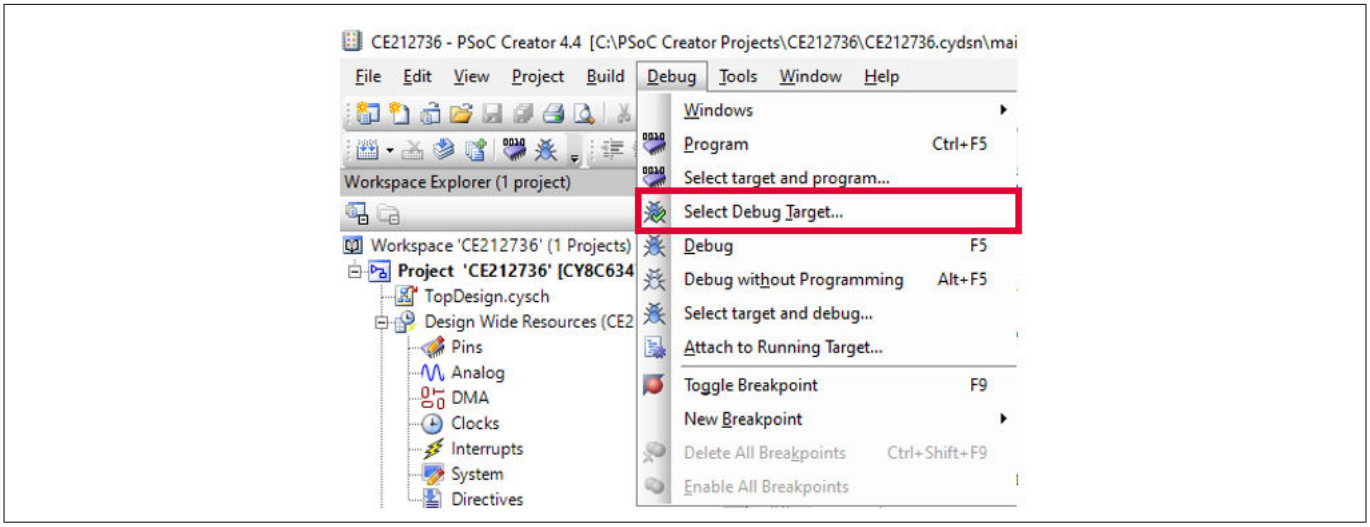

図 48 デバッグ ターゲットを選択
- 図 48 に示すように、PSoC™ Creator で **Debug** > **Select Debug Target** を選択します。